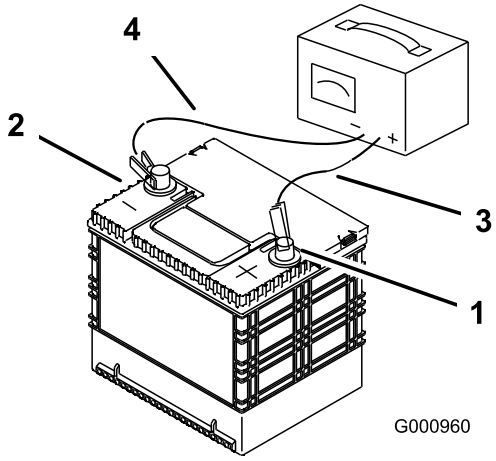

Figur 52
2. Når batteriet er fuldt opladet, skal du tage opladeren ud af stikkontakten og dernæst frakoble opladningskablerne fra batteriets poler (Figur 52).